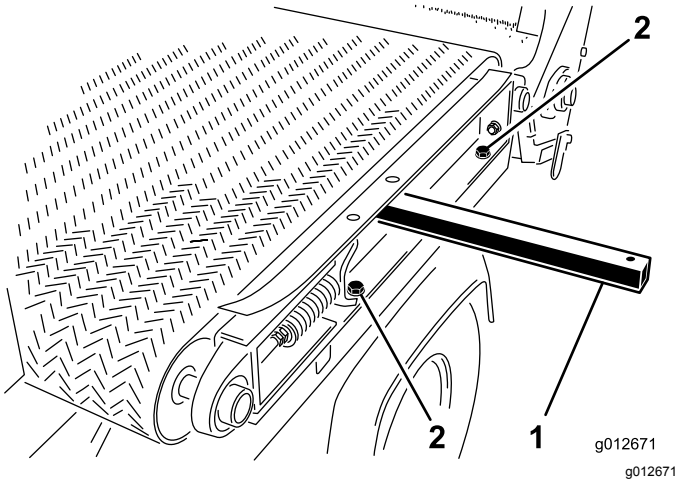

Figuur 30
1. Monteer de glijframerail aan het linker spatscherm aan de linkerkant van de machine (Figuur 30); gebruik hierbij de 2 inbusbouten en 2 ringen die u hebt verwijderd in De glijband demonteren (bladz. 24) en maak de inbusbouten vast.